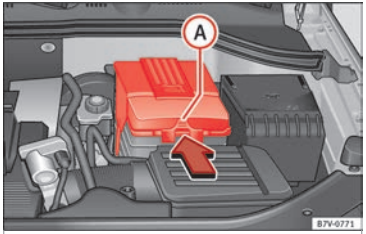

Afb. 248 In de motorruimte: verwijder het deksel van de accu.
- *In het geval van een afdekking:* druk gesp ››› afb. 248 Ⓐ in pijlrichting in en trek de afdekking naar boven los.